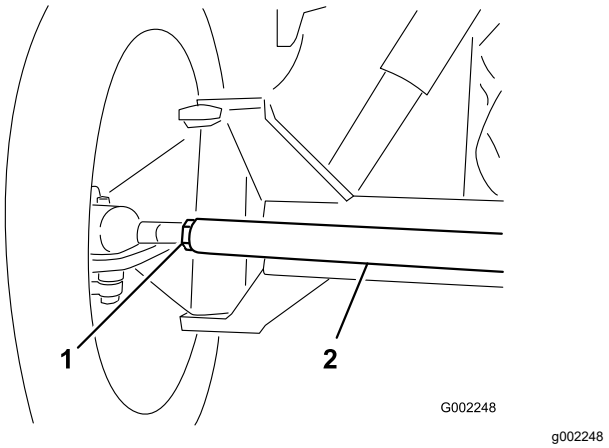

Figuur 99
3. Als deze afstand buiten het gespecificeerde bereik valt, moet u de contramoeren aan beide uiteinden van de trekstang losdraaien (Figuur 99).